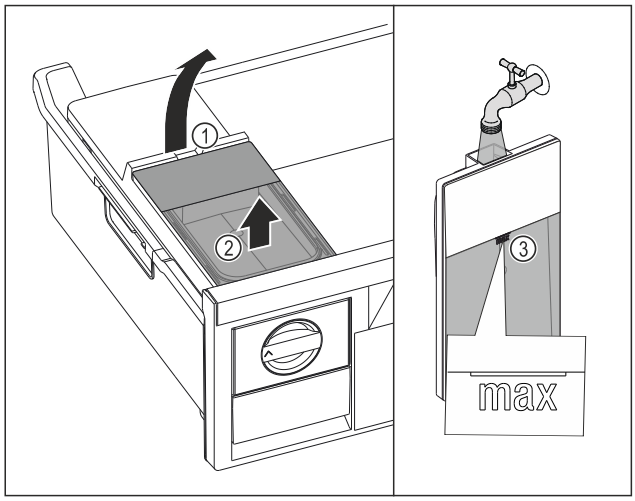

Fig. 180
▶ Lift the water tank at the recess *Fig. 180 (1)*.
▶ Remove the water tank by lifting it upwards. *Fig. 180 (2)*
▶ Fill the water tank with drinking water up to the mark *Fig. 180 (3)*.